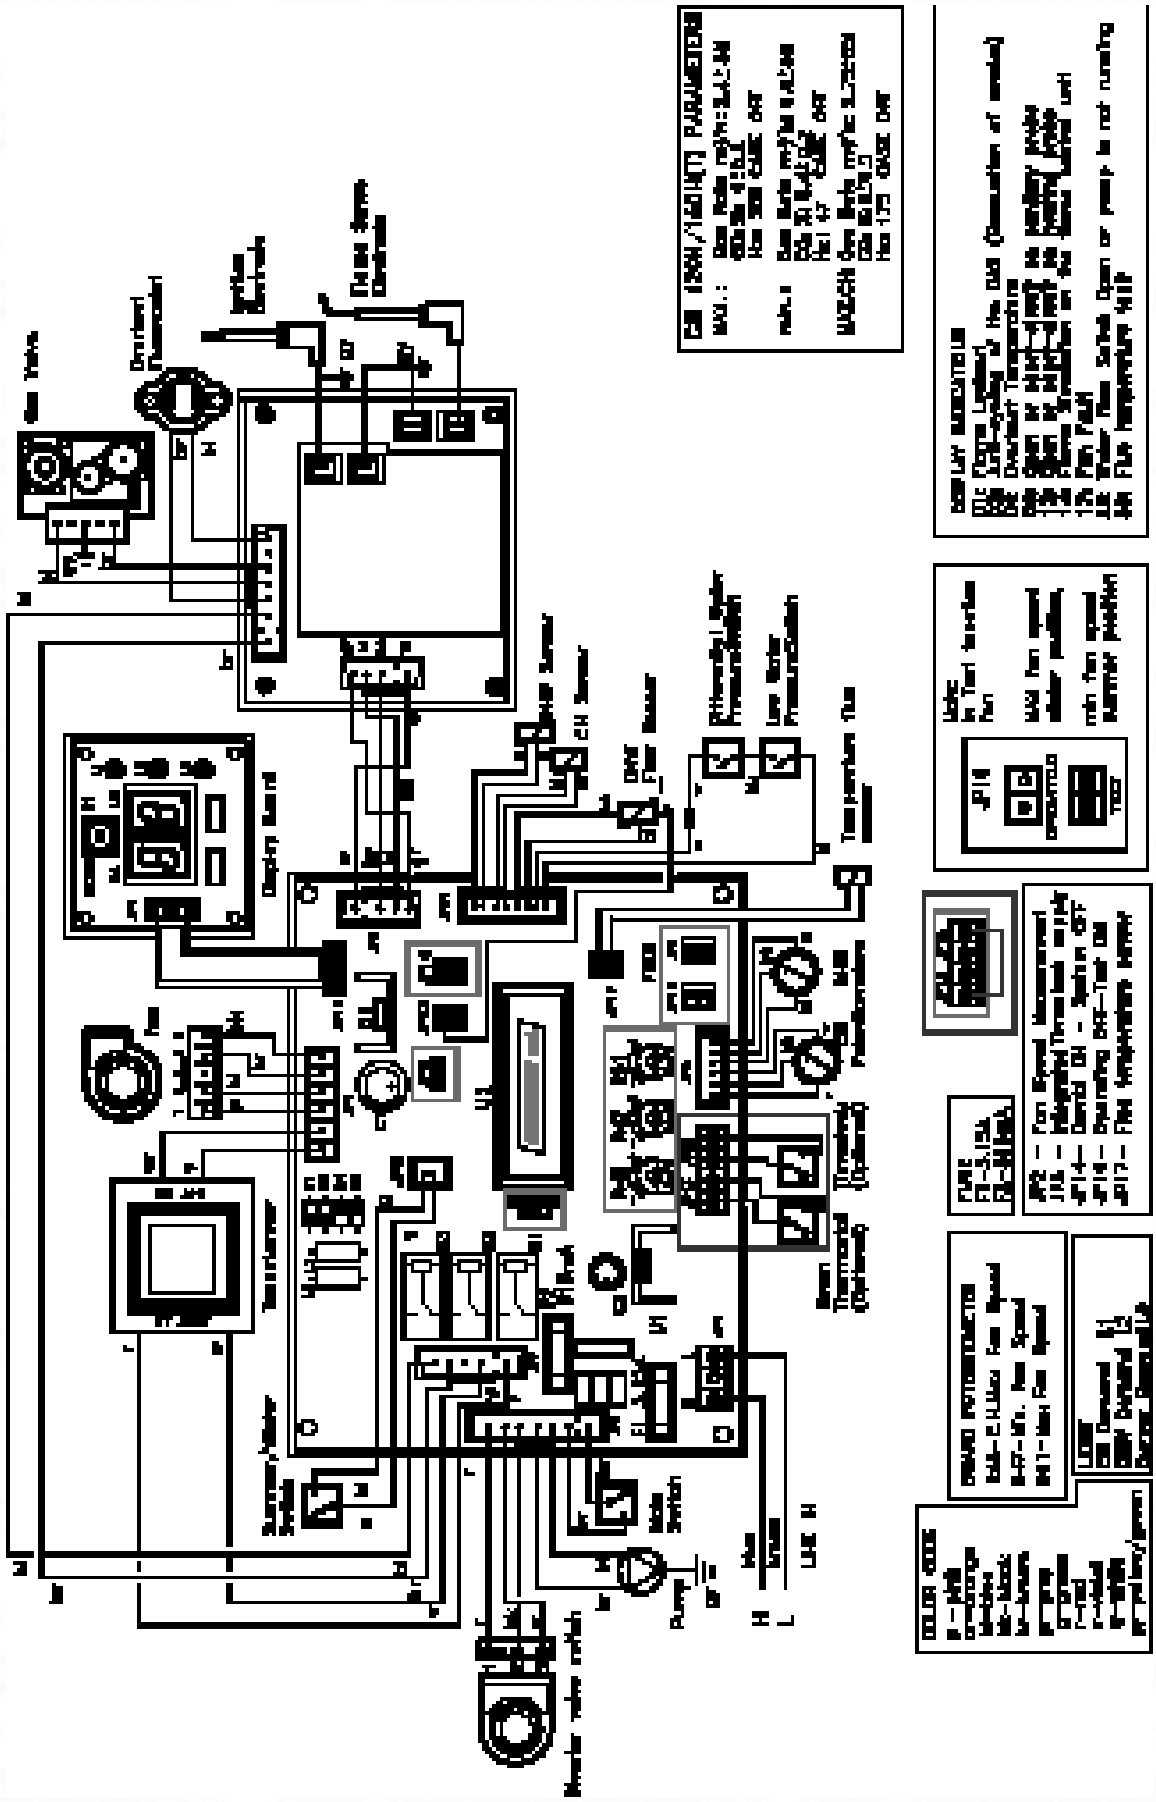

Fig. 50
- Select "Summer" (Fig.50 item 1A)